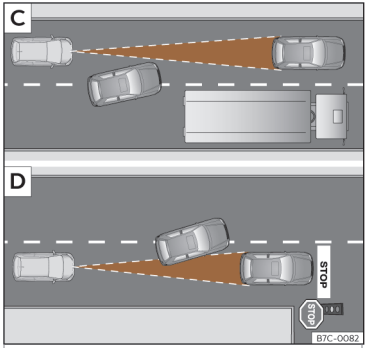

Fig. 175 C Veicolo che cambia corsia. D Veicolo che sterza e altro veicolo fermo.
- Veicoli che cambiano corsia sulla quale state circolando a breve distanza dal vostro veicolo››› **fig. 175** C.
l'ACC potrebbe non reagire a veicoli fermi. Se, ad esempio, un veicolo rilevato dall'ACC effettua una svolta o si sposta e di fronte ad esso si trova un veicolo fermo, l'ACC non reagirà a tale veicolo››› fig. 175 D.